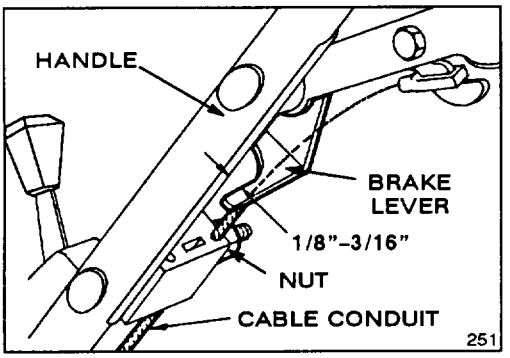

Figure 30
2. CHECK ADJUSTMENT (Fig. 30)—Move control bar toward handle until slack in wire is removed. Gap between brake lever and handle must be 1/8"-3/16". See step 3 for adjustment.
3. ADJUST CABLE CONDUIT (Fig. 30)—Loosen nut on cable bracket. Insert 1/8"-3/16" object between brake lever and handle. Pull down on cable conduit until all slack is removed from wire. Then tighten nut.